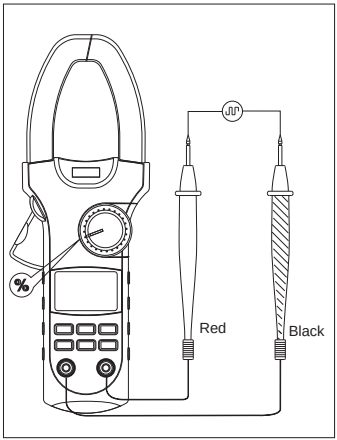

Figure 8
**F. Duty Cycle Measurement** (see figure 8)